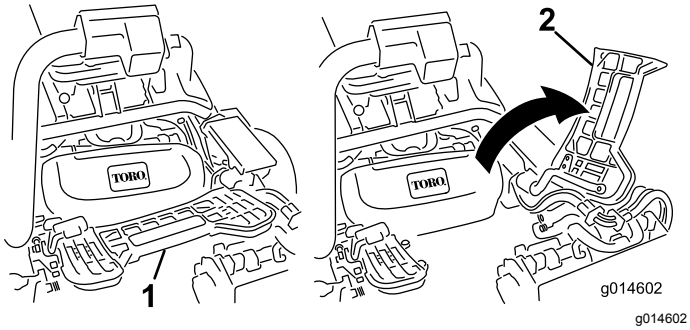

Figur 49
2. Lyft upp fotstödet och fäll upp det så att du kommer åt mittklippenheten (Figur 49).